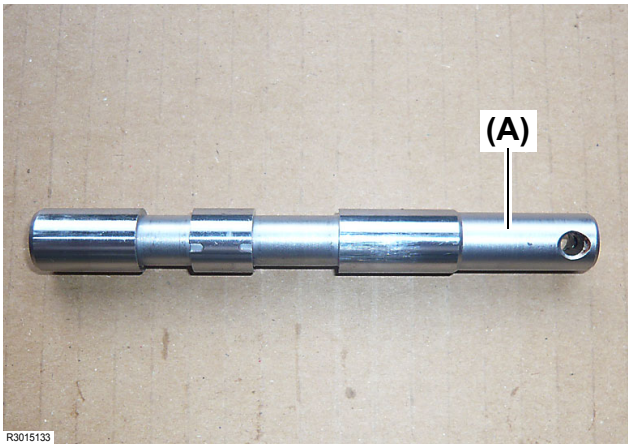

Fig. 22
●The main spool **(Fig. 22, (A))** is not supplied as a service part.